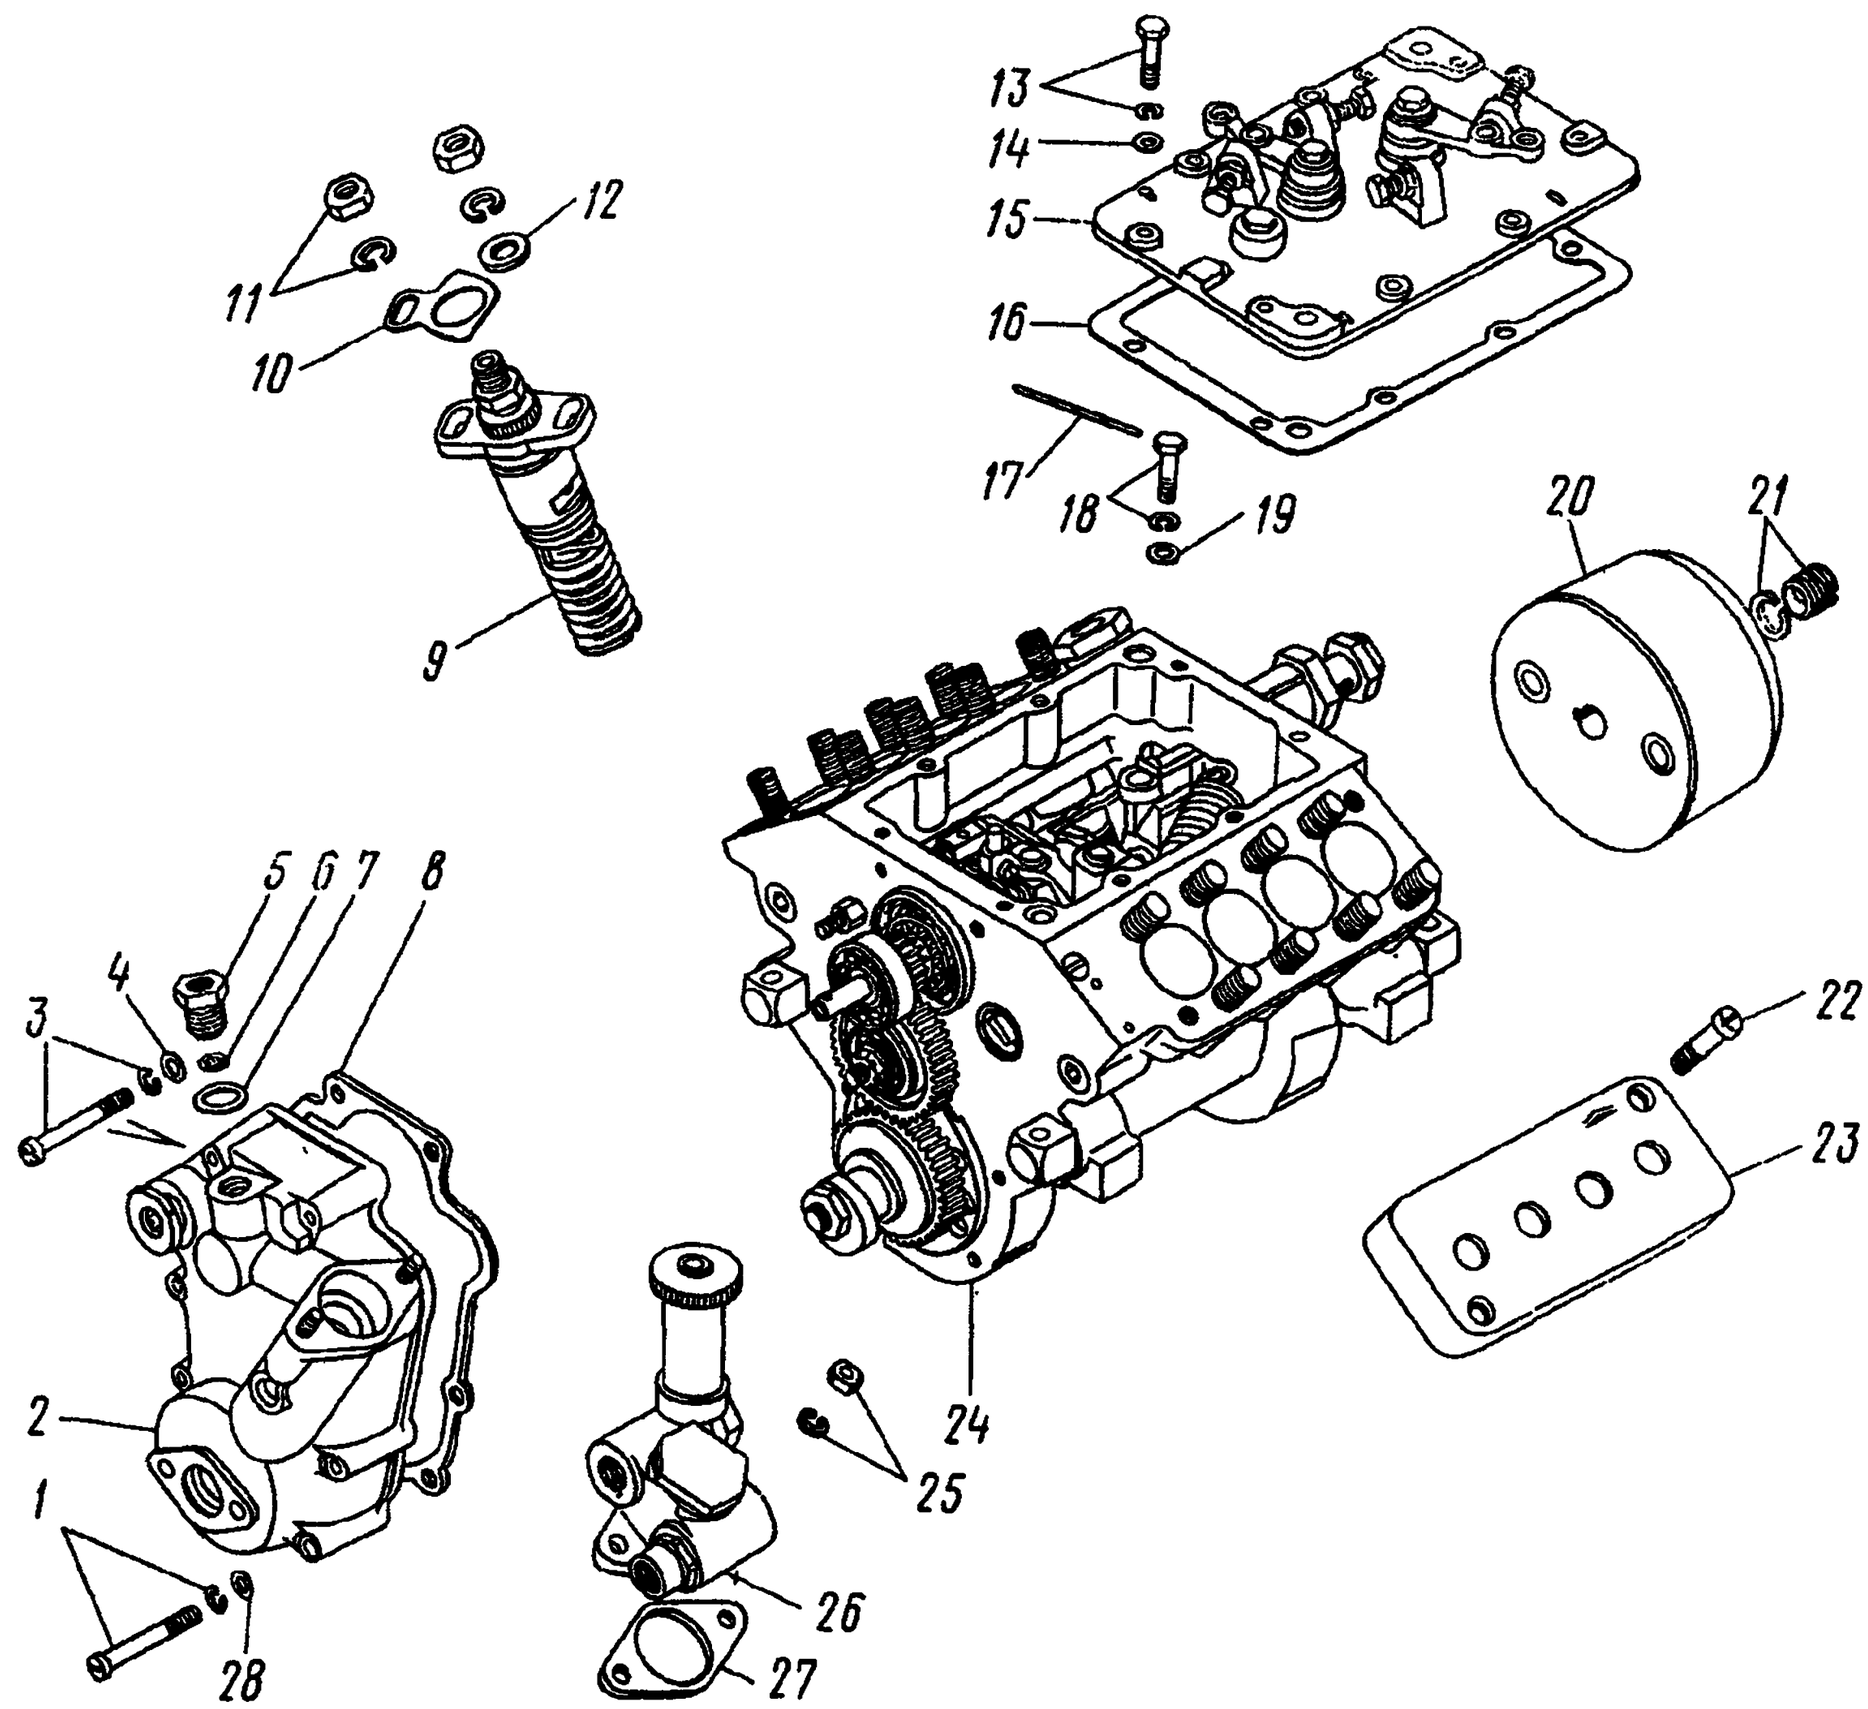

Рис. 79. Топливный насос высокого давления:
3. Выверните винты *22* (рис. 79), снимите защитные кожухи *23*	Отвертка
8. Выверните пробки *37* (рис. 80), снимите уплотнительные кольца *38*, втулки *39*, выньте рейки *1*, освободив фиксаторы. Отверните гайки *11* (см. рис. 79), снимите пружинные, плоские *12* и стопорные *10* шайбы. Выньте восемь секций *9* в сборе из корпуса *24* насоса	Сменная головка 17 мм, вороток, отвертка, ключ 22 мм